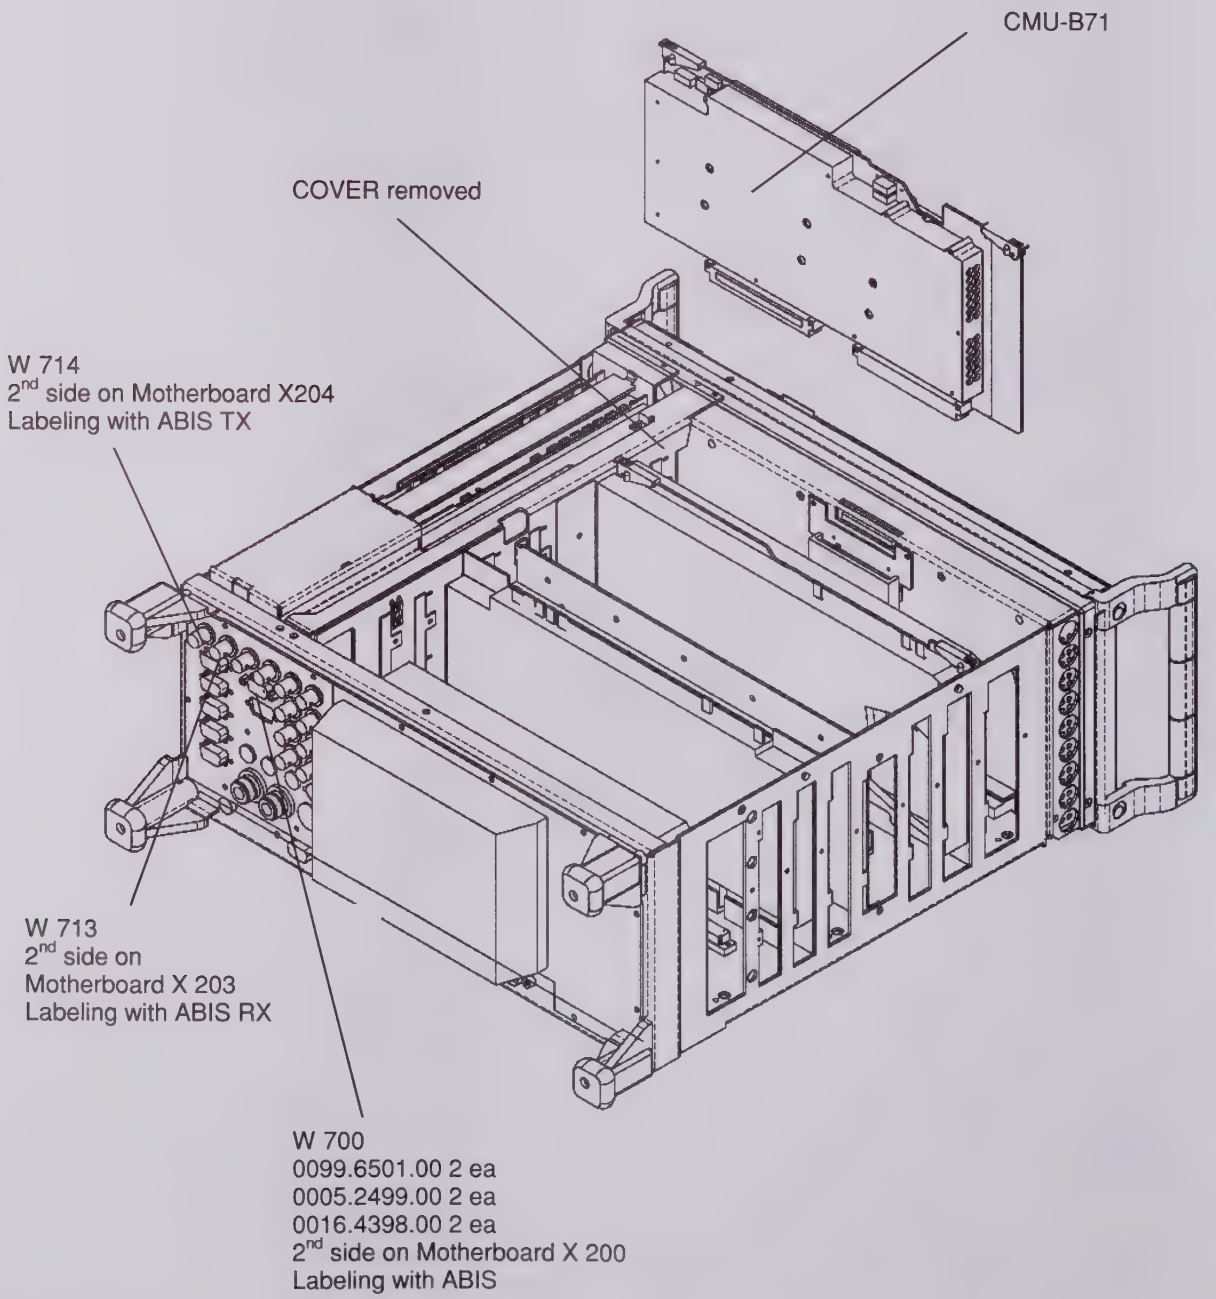

**Fig. 3**
2.1 Remove cover on the vent in the intermediate panel of the 1st slot as seen from the front (Fig. 3).